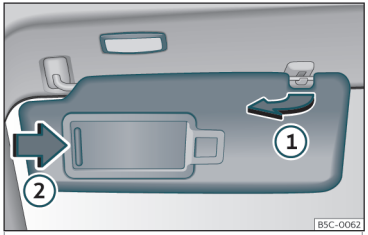

Fig. 94 Parasol.
- El parasol puede extraerse de la fijación y girarse hacia la puerta››› **fig. 94** ①.